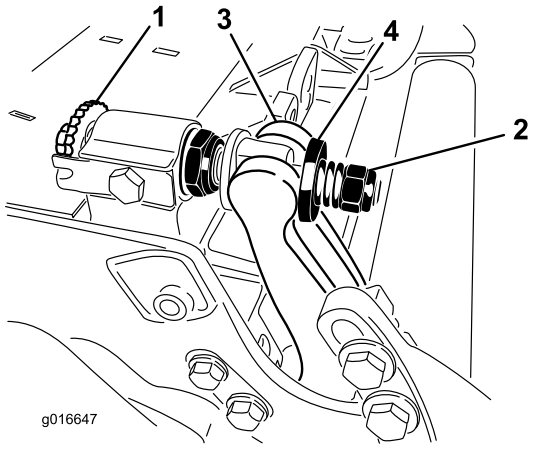

**Figuur 28**
1. Draai de stelschroeven van de snijbalk linksom om de snijbalk weg te trekken van de messenkooi (Figuur 28).
2. Draai de veerspanningsmoer uit totdat de ring niet meer tegen de snijbalk is geklemd (Figuur 28).